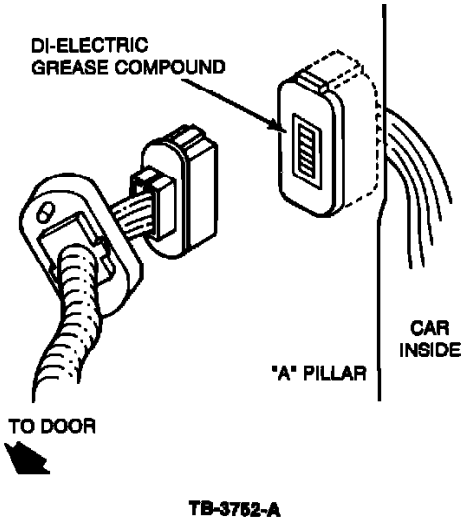

Figure 4
5. Apply some Di-Electric Grease Compound (D7AZ-19A331-A) inside the connector. Refer to Figure 4.